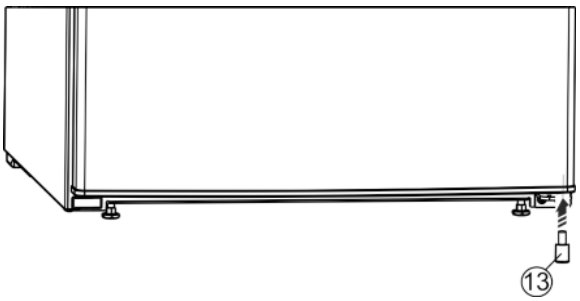

Fig. 8
▶ Insert the spacer *Fig. 8 (13)* back under the right-hand side of the door, as it is important for the stability of the appliance.